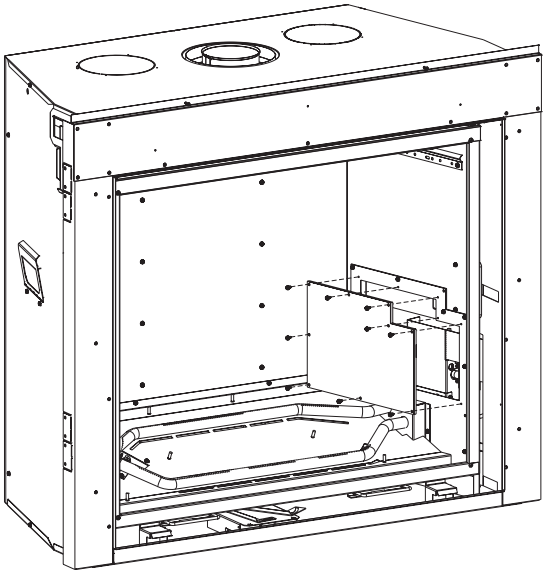

Figure 79
5. Remove Access Panel. **See Figure 79.**